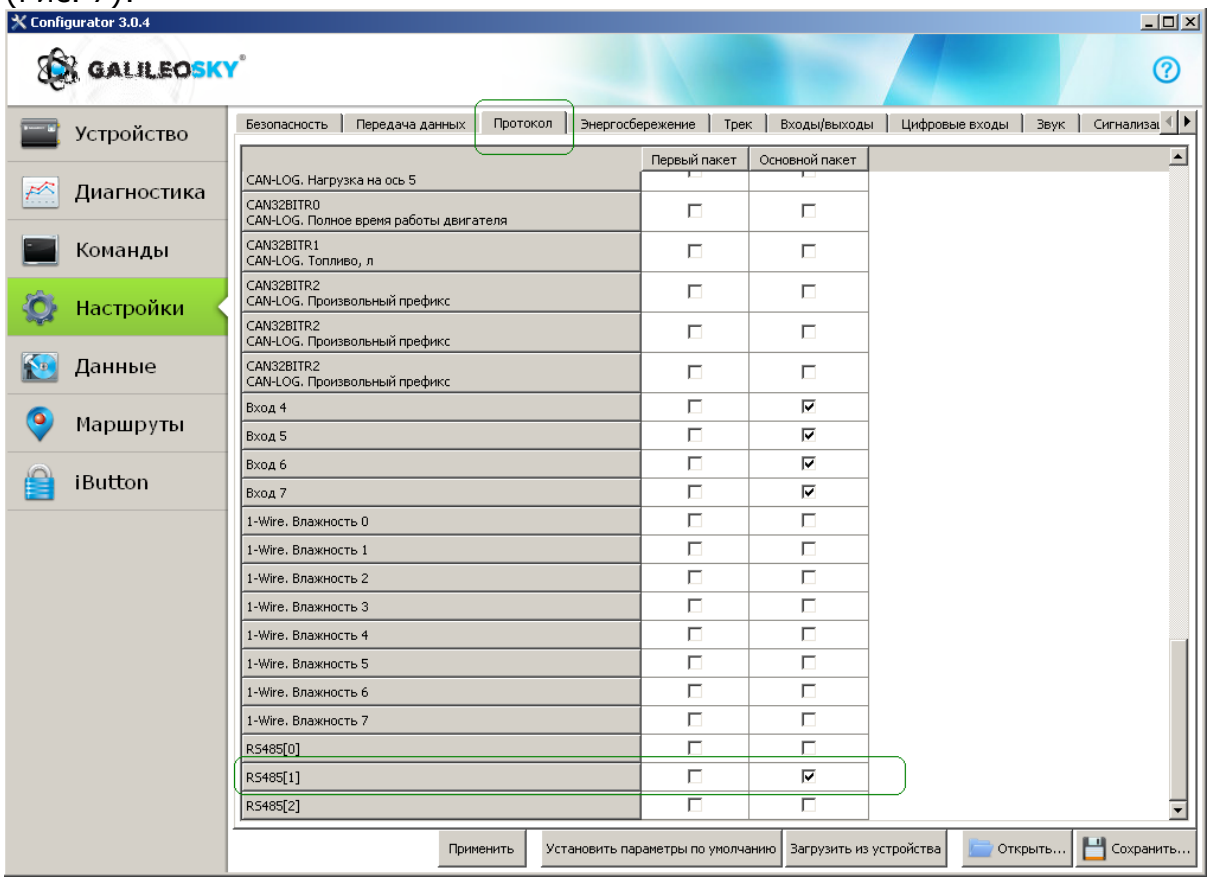

Рисунок 7
3.3.1. Настройки терминала в сервисной программе Configurator 3.0.4 (Рис. 7):